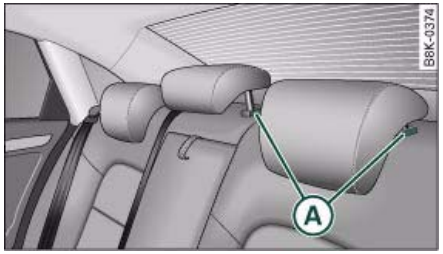

Fig. 80 Rear seats: Head restraint
– Press the button (A) ⇒ fig. 80 and push the head restraint downwards.